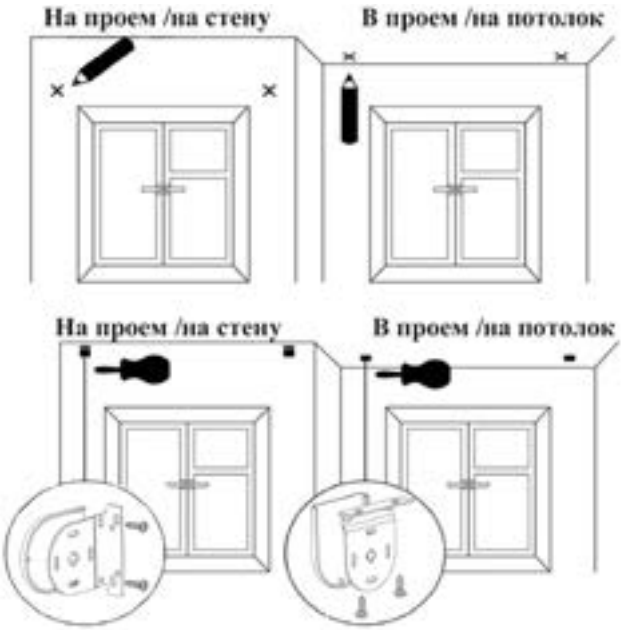

Рис. 1. Разметка и установка кронштейнов
1. Разметить предполагаемые места крепления кронштейнов (Рис. 1), расстояние между которыми зависит от типа размеров в заявке: